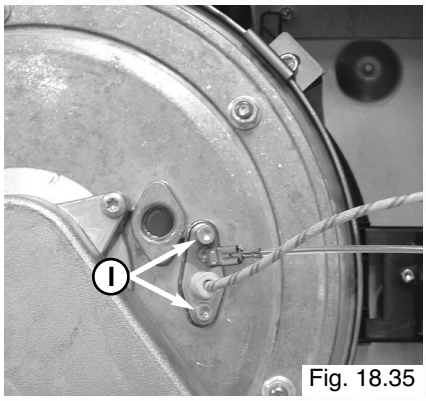

Fig. 18.35
4. Unscrew the 2 screws "**I**" on the electrode (Fig. 18.35);